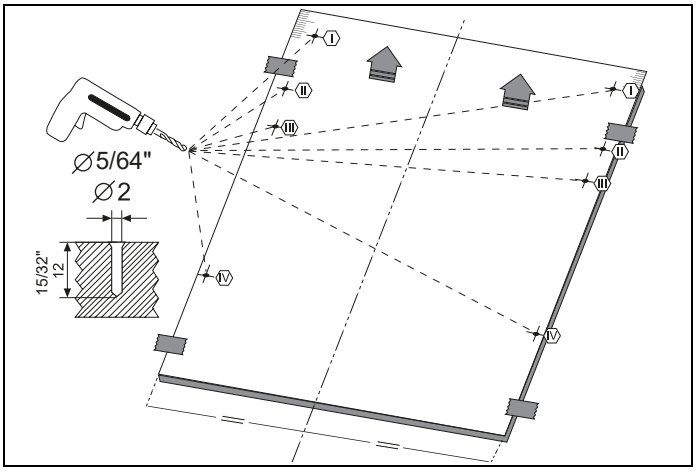

Fig. 24
3) Comme illustré dans la Fig. 24 , le trou de vis est ouvert sur la porte extérieure à partir des points indiqués sur le gabarit de montage. Diamètre du foret : 5/64″ (2 mm) Profondeur du foret : 15/32″ (12 mm)